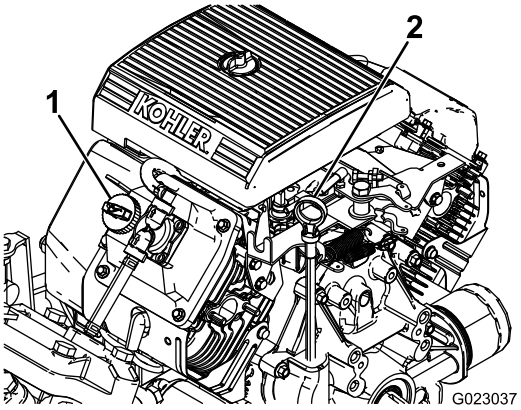

Figur 11
2. Fjern målepinden, og aftør den med en ren klud (Figur 11).
4. Hvis oliestanden er lav, skal påfyldningsdækslet tages af ventildækslet (Figur 11), og olie hældes i åbningen, indtil oliestanden når Full-mærket på målepinden. Se Serviceeftersyn af motorolien (side 40) for at få oplysninger om olietype og viskositet. Hæld langsomt olie på, og kontroller niveauet ofte under denne proces. Fyld ikke for meget på.